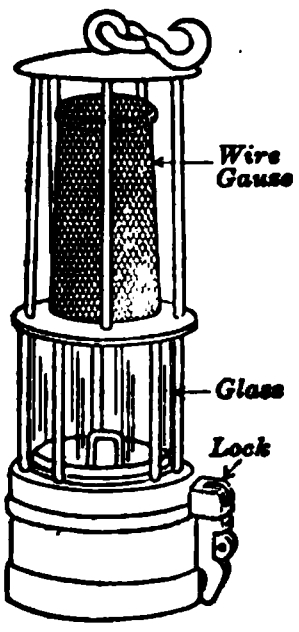

Fig. 225. Davy's safety lamp.
13. Look up Davy's lamp (Fig. 225) for miners in an encyclopedia. What is its advantage? Why is it that a flame will not strike through the fine-mesh wire gauze?